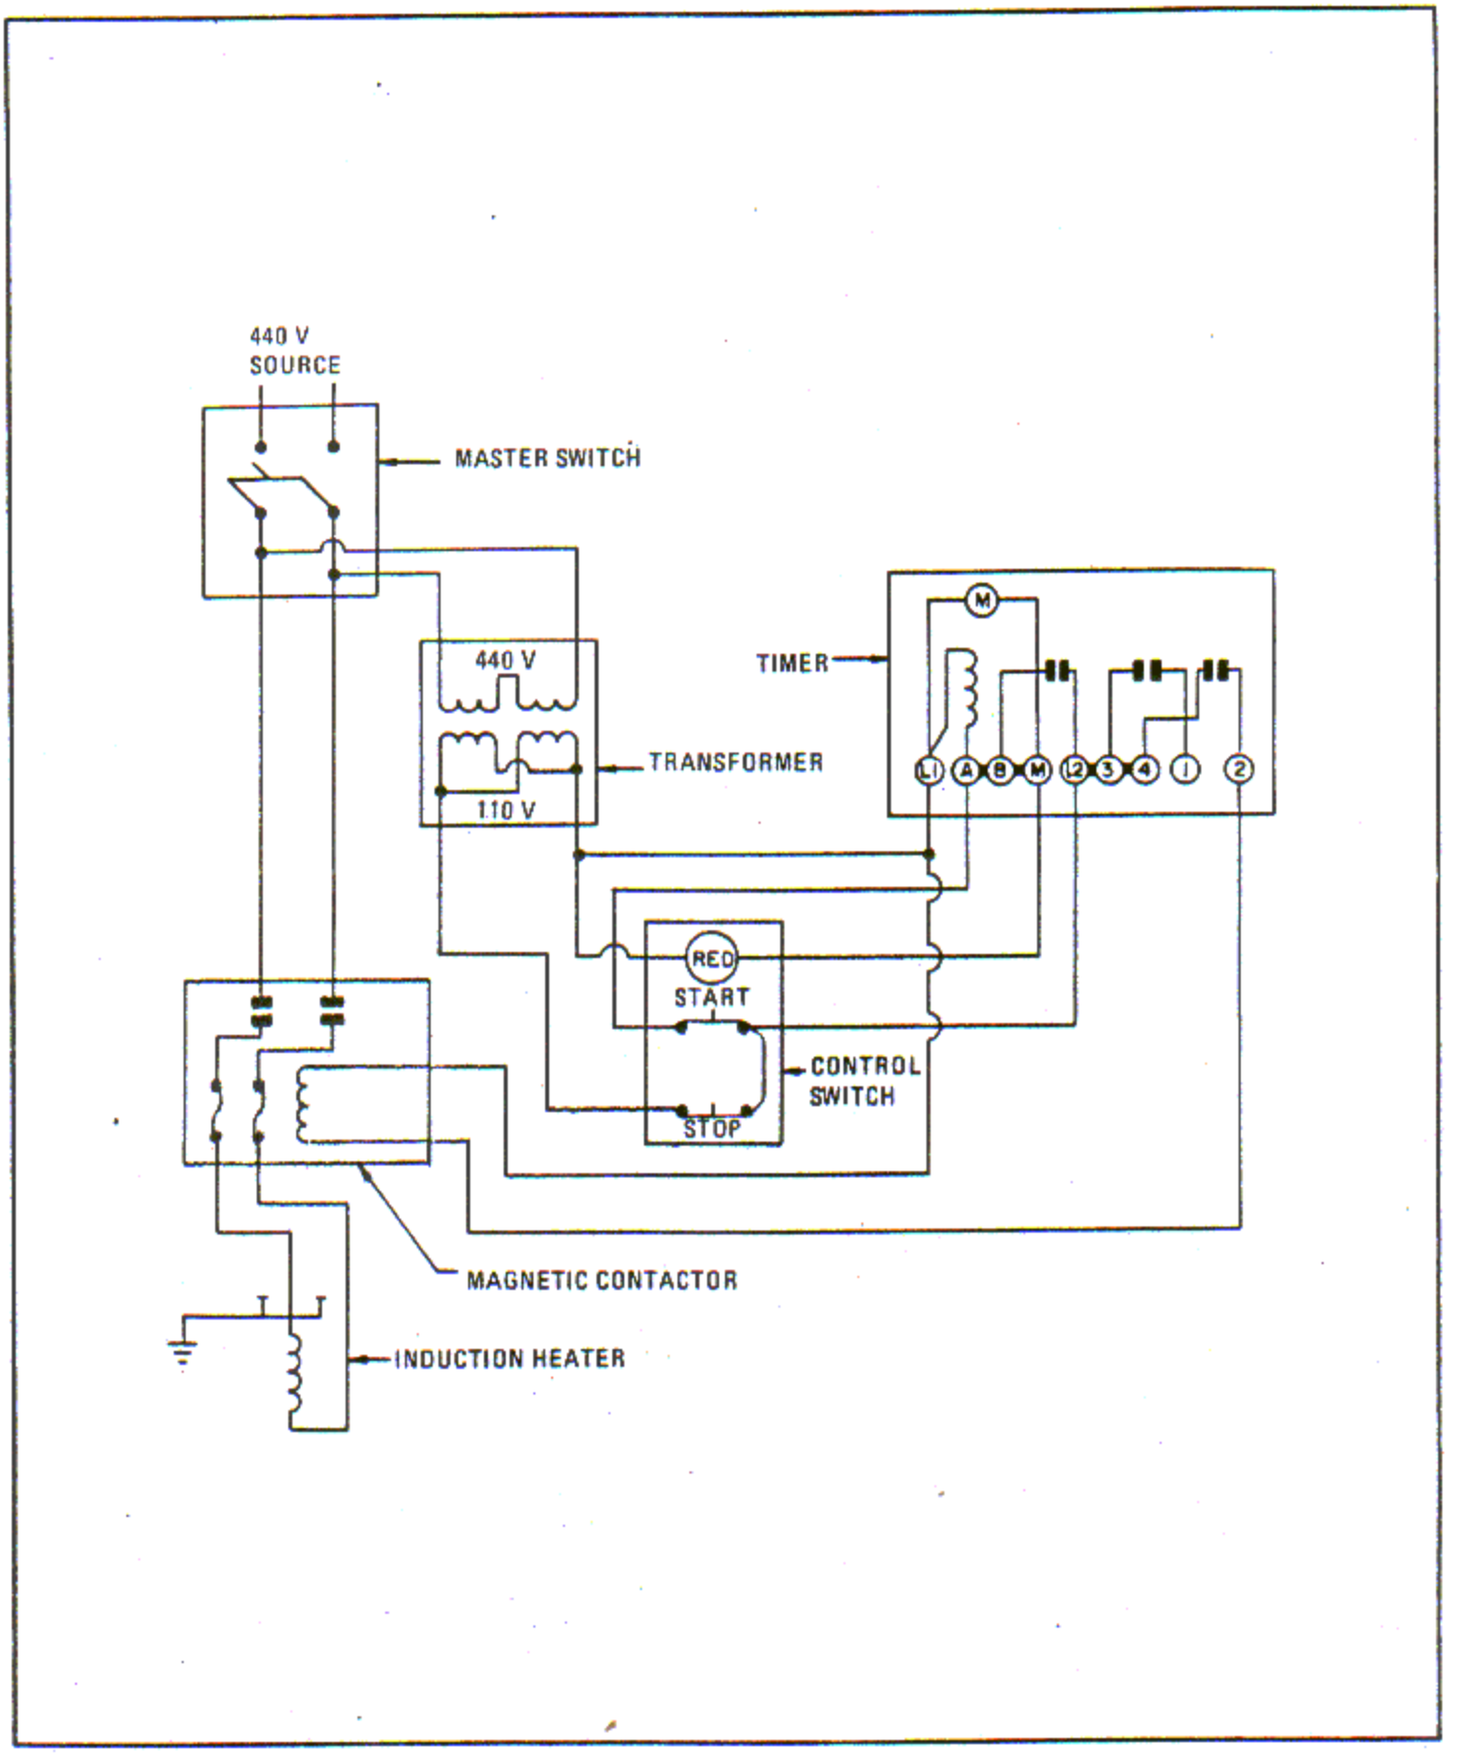

Figure 8-4. Induction Heater Wiring Diagram
c. Figure 8-4 is a wiring diagram of the induction heater and the components necessary for its use. The following items are not supplied with the heater: